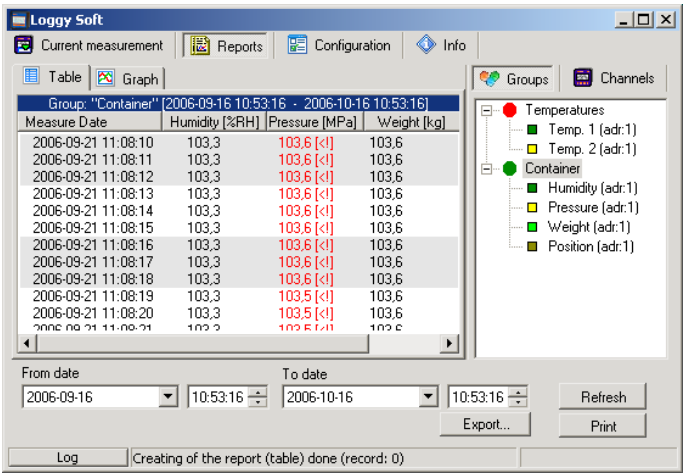

Fig. 3.3. ***Reports*** *- menu*
The ***Table*** tab (**Fig. 3.3**) is used for printing information concerning recorded measurements (e.g. temperature, humidity) in the form of a table for one of the groups or a particular measurement channel selected by the user (for more information on groups see **3.3.2** section, at page **100**). This tab also enables the export of data to text format files. The exported file is formatted in a way allowing the transfer of data to a calculation sheet.
- click appropriate tab ***Groups*** or ***Channels*** (**Fig. 3.3**),